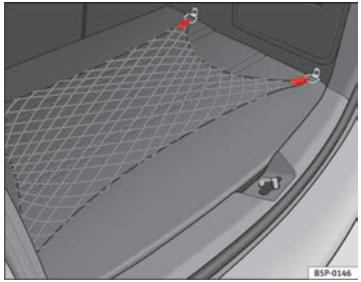

Fig. 109 Luggage compartment net
– Use the fastening rings located on the side of the luggage compartment to attach the storage net ⇒ fig. 109.